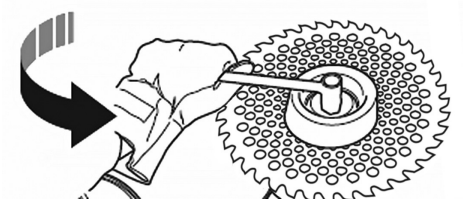

Рис. 4 Затягивание гайки
6. Удерживая стопор, затяните гайку ключом против часовой стрелки (Рис. 4).